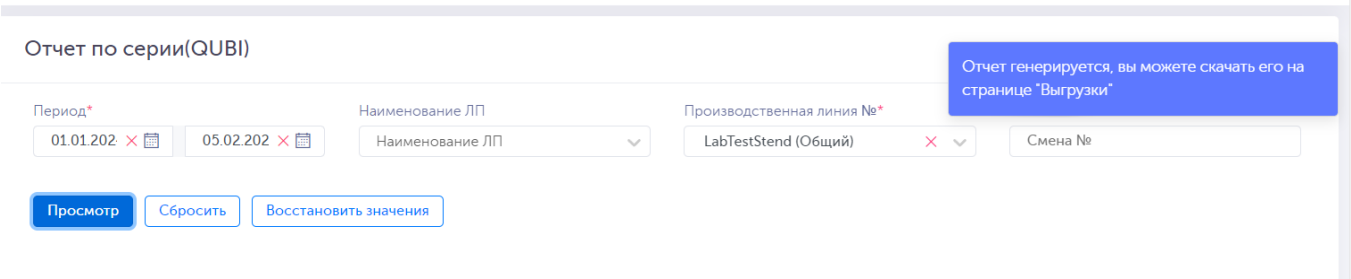

Рисунок 2-90
2) нажать на кнопку «Просмотр» после чего появляется всплывающее окно (Рисунок 2-90);